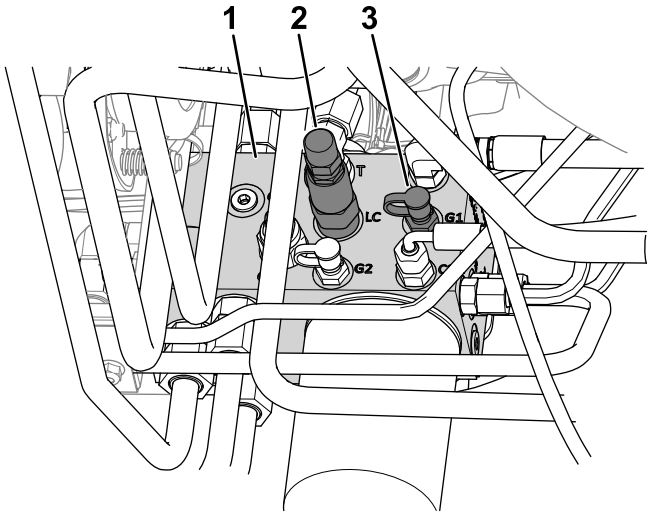

Figure 24
4. Branchez un manomètre sur la prise d'essai (identifiée par G1; voir Figure 24).
2. Tiroir de transfert de poids (LC)
5. Sur le côté du collecteur de levage, enlevez le capuchon de la prise d'essai (identifiée par G1; voir la Figure 24).
6. Desserrez l'écrou de blocage au bout du tiroir de transfert de poids (identifié par LC; voir la Figure 24).